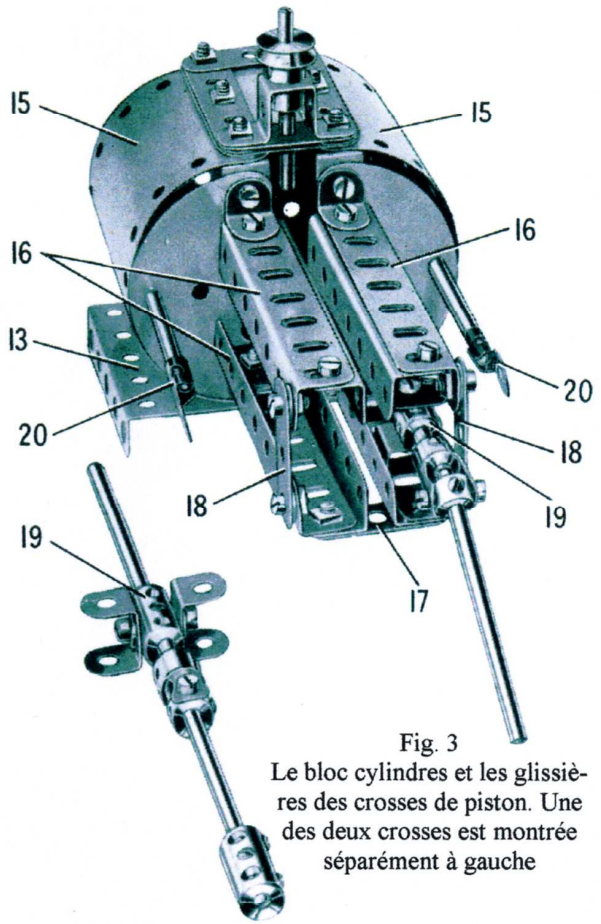

Fig. 3
Le bloc cylindres est monté sur une plaque à rebords de 7 x 5 trous (13) (Fig. 3) munie sur chaque rebord d'une poutrelle